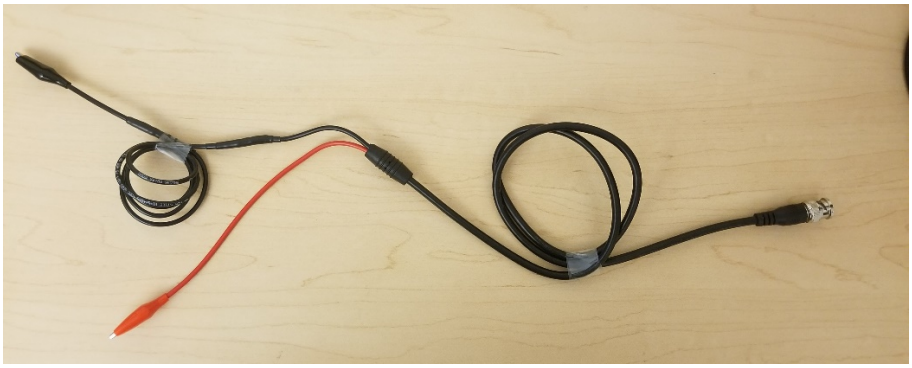

Figure 2
- **BNC to Alligator Clip Cable (see Fig. 2)**